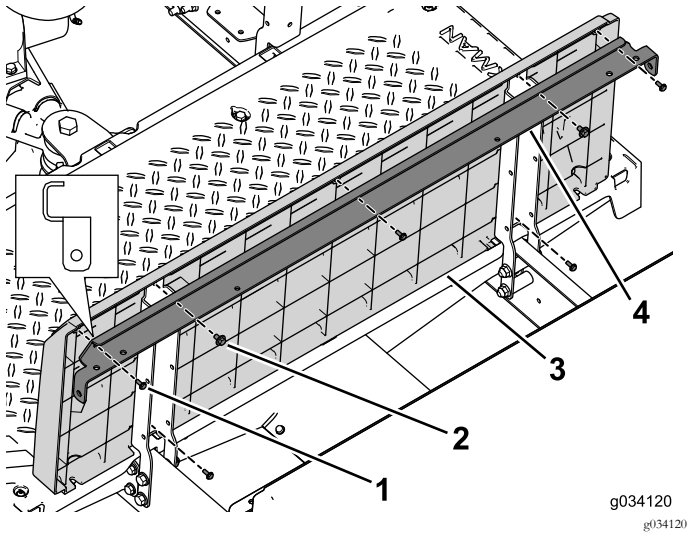

Figura 40
4. Utilice los 2 conjuntos de perno y arandela (¼" x ½") para sujetar el soporte biselado y el panel de la base del asiento a los soportes izquierdo y derecho del asiento (Figura 40).
5. Utilice los 5 tornillos (Nº 10 x ½") para sujetar el panel trasero al refuerzo del asiento y a los soportes del asiento (Figura 40).